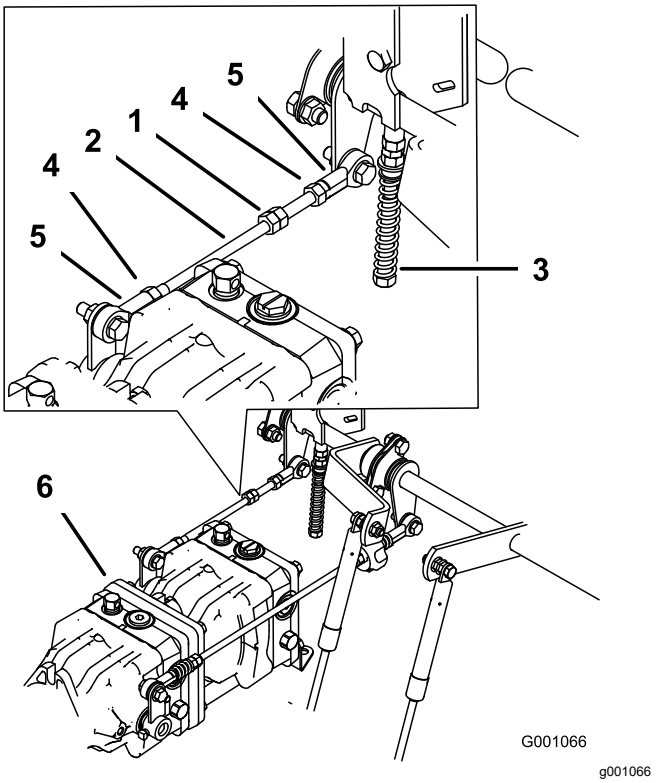

Figur 102
1. Lossa låsmuttrarna på kullederna på pumpens reglerstav (Figur 102).
3. Justera pumpstavslängden genom att vrida dubbelmuttrarna på staven i lämplig riktning tills hjulet står stilla eller långsamt roterar bakåt (Figur 102).
6. Dra åt låsmuttrarna vid kullederna (Figur 102).